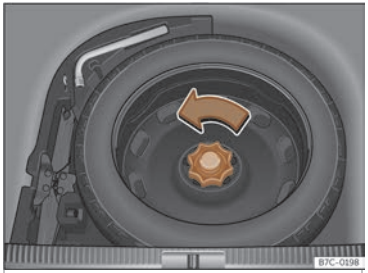

Fig. 223 No maleteiro:piso de carga alzado.
- Xire a roda no sentido contrario ás agullas do reloxo>>> **fig. 223** .